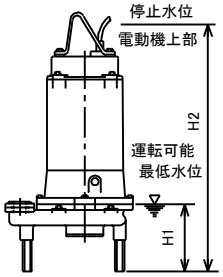

図 3
(5) ポンプの空運転がないように、図 2 のよう、必ず自動運転装置(フロートスイッチ)を設け、水位の設定を願います。停止水位(LWL)は運転可能最低水位(H_1)以上とし、始動水位(H_2)は電動機上部より上になるように設定してください。(図 3･表 2)